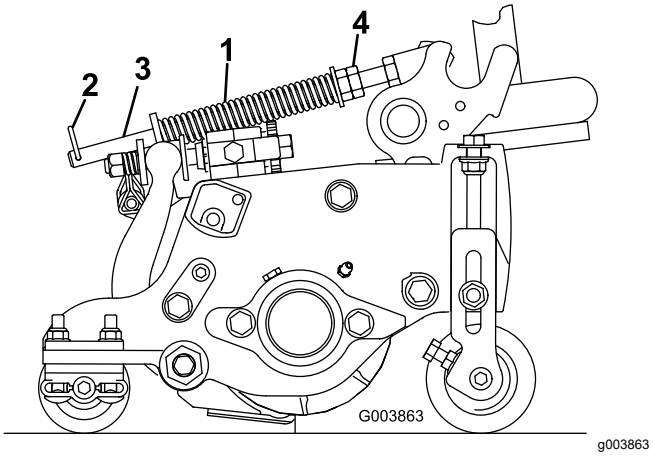

图 21
草坪补偿弹簧图 21可将重量从前滚筒转移至后滚筒。这有助于减少草坪的波动图形也称为波浪形或摆动形。
1. 确保发卡销安装在弹簧杆的后孔内 图 21。
2. 拧紧弹簧杆前端的六角螺母直至压缩后的弹簧长度为 159mm请参阅图 21。